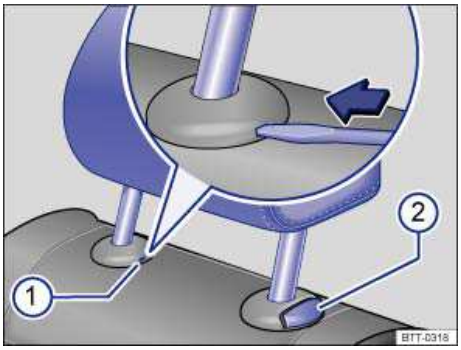

**Fig. 43** Removing the rear head restraints.
- If necessary, press the flat blade of the screwdriver from the vehicle tool kit into the slit of the trim cap ⇒ fig. 43 (1) in the direction of the arrow and hold it in this position.
- At the same time press button (2) while a second person pulls out the head restraint completely.